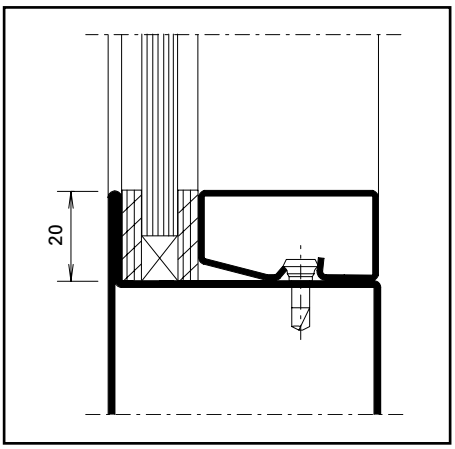

Abb. 13 / Fig. 13 / Fig. 13
3. Dichtungsband auf Glasleisten kleben und Glasleisten aufklipsen (Abb. 13)
3. Coller la bande d'étanchéité sur les parcloses et clipser les parcloses (fig. 13)
3. Stick the distance strip to the glazing bead and clip the glazing bead in place (fig. 13)